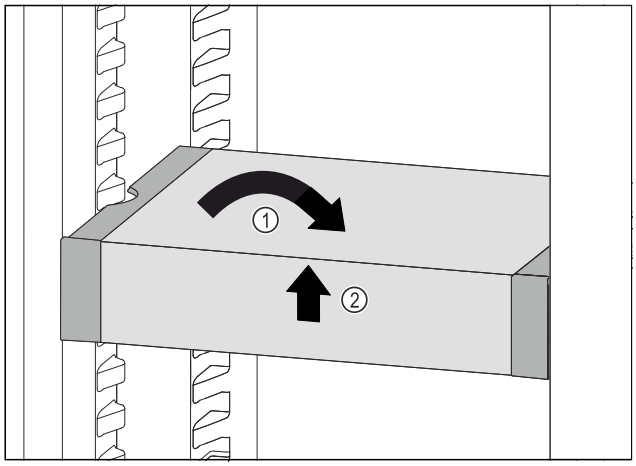

Fig. 164
▶ VarioSafe gerade stellen. *Fig. 164 (1)*
▶ VarioSafe vorne anheben. *Fig. 164 (2)*